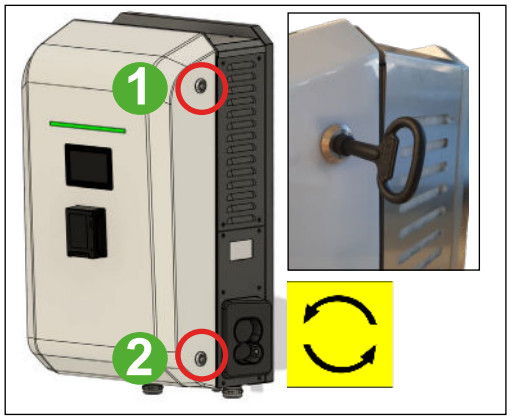

Abb. 38: DCW15 Entriegeln und Verriegeln
2. Schnellverschlüsse 1 und 2 mit Schlüssel entriegeln (siehe Abb. 38).
5. Schnellverschlüsse 1 und 2 mit Schlüssel verriegeln (siehe Abb. 38).